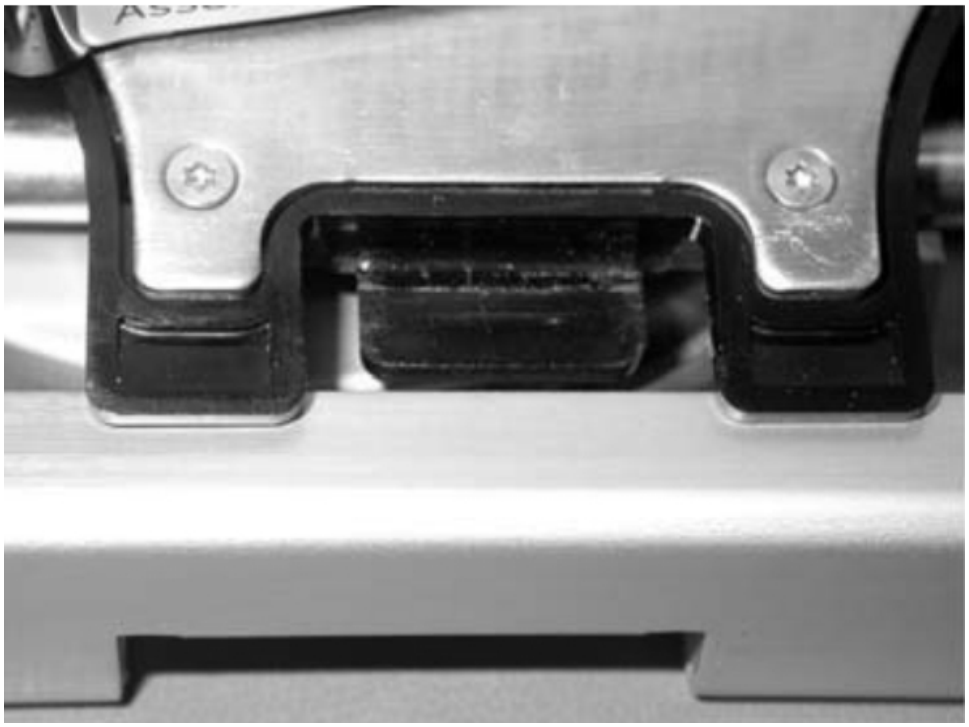

Figure 7-119. Align slot to the sheet metal edge
1) Align the slot on the picker to the sheet metal edge on the M2 Robot Assembly, as shown in Figure 7-119 on page 7-104